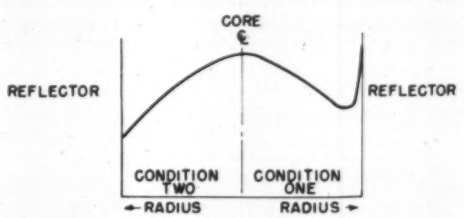

Fig. 1 Heat-generation gradients for two conditions of SIR reactor
While the cooling for a known heat-generation condition can be established by analysis and flow tests, the problem of cooling a changing heat-generation profile properly is extremely difficult if not impractical. Since the heat-generation profile changes with the burn-up of fuel and control-element positions, it becomes evident that the orificing of a coolant cannot match closely the heat generation under all conditions. This means that large temperature differences can exist at the core exit if large changes in heat distribution occur. Fig. 1 gives an example of how heat-generation gradients might look for two conditions of the SIR reactor.
The cause of the change between heat-generation profile given by conditions (1) and (2), Fig. 1, is the insertion of a control element at the core interface. In the first condition the reflector region causes neutrons to return into the core where they cause fission of the fuel at this place. The heat generation is proportional to the number of fissions that occur, and the number of fissions is a function of the neutron density, the number of fuel atoms present, and the energy of the neutrons. Since in most reactors the fuel loading does not vary with location, the neutron density and energy are the primary factors which cause power-generation changes with control-element position. In the first case the control element is not present; therefore the neutron flux is normal in the core with an additional component from the reflected neutrons. The reflected neutrons are of low energy and most of them have a velocity corresponding to the temperature of the surroundings; hence they are called "thermal" neutrons. Since thermal neutrons are more easily absorbed by the fuel than those with higher energies, the neutrons returned from the reflector cause fissions only in the outside edge of the core. This produces the sharp heat-generation gradient in this region.